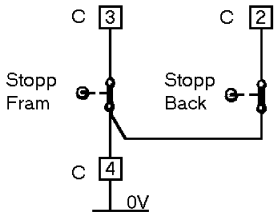

Fig 12
- Grensebryter for kjørebevegelse (venstre eller høyre), se fig. 12 på side 31.